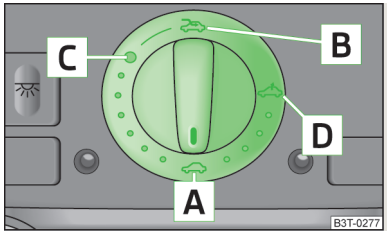

Fig. 27
- If the battery has been disconnected and reconnected, it is possible that the sliding/tilting roof does not operate correctly. In this case, turn the rotary switch to the switch position A » Fig. 27 on page 47 and push forward for about 10 seconds.
› Turn the switch to position C » Fig. 27.
The sliding/tilting roof is fitted with a force limiter. If an obstacle (e.g. ice) prevents closing, the sliding/tilting roof stops and opens completely. The sliding/tilting roof can be closed completely without the force limiter by turning the switch into position A » Fig. 27 at the front for as long as it takes for the sliding/tilting roof to close completely » !.